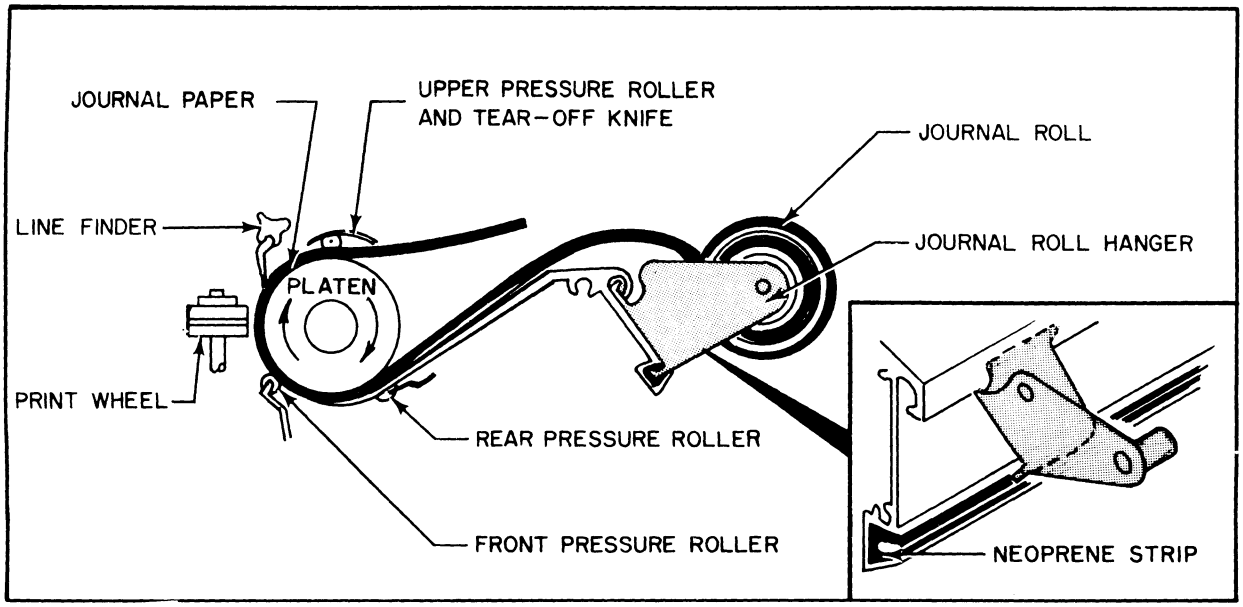

Figure 6.5
D. Go back to the rear of the printer. Feed the journal roll between the rear pressure rollers and the platen, between the front pressure rollers and the platen, and under the line finder. (Figure 6.5.)